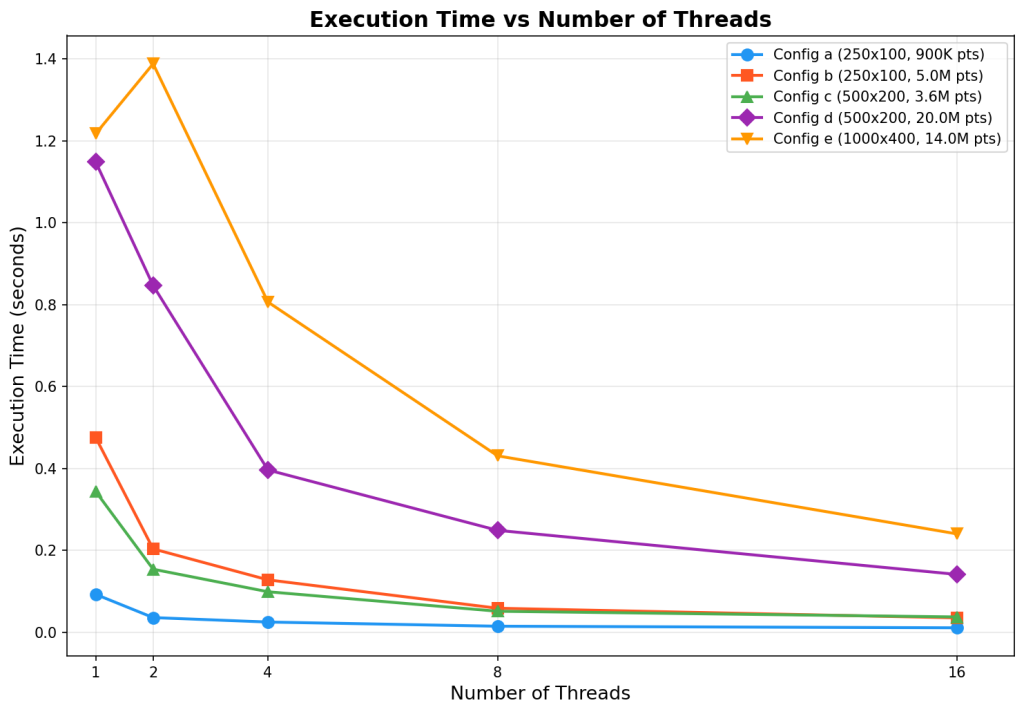

Figure 2: Execution Time vs Number of Threads (HPC Cluster). All configurations show consistent reduction in execution time with increasing thread count.
- Figure 2: Execution Time vs Cores (HPC Cluster)